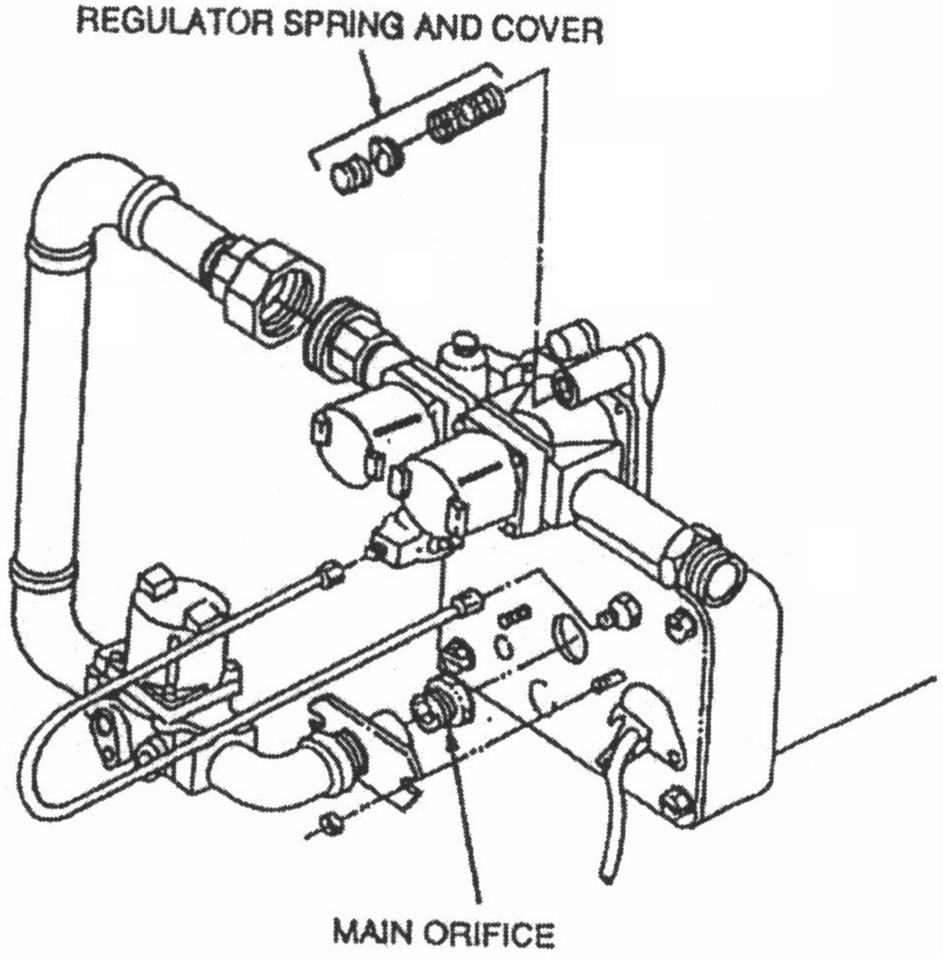

Figure 1
Remove (4) screws from inlet piping flange and remove inlet piping nipple. Disconnect pilot tube at burner inlet. Disconnect pipe union. Set gas valve aside.(see fig.1)